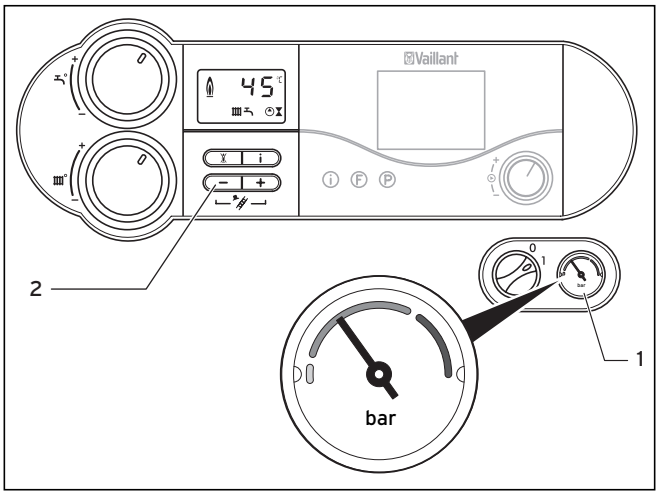

Fig. 4.13 Contrôle de la pression de remplissage de l'installation de chauffage
- Ouvrez lentement la vanne de prise d'eau et ajoutez de l'eau jusqu'à ce que la pression requise s'affiche sur le manomètre (**1**) (voir fig. 4.13).
- Assurez-vous que le manomètre (**1**) (voir fig. 4.13) affiche la pression de service requise et, le cas échéant, rajoutez de l'eau.